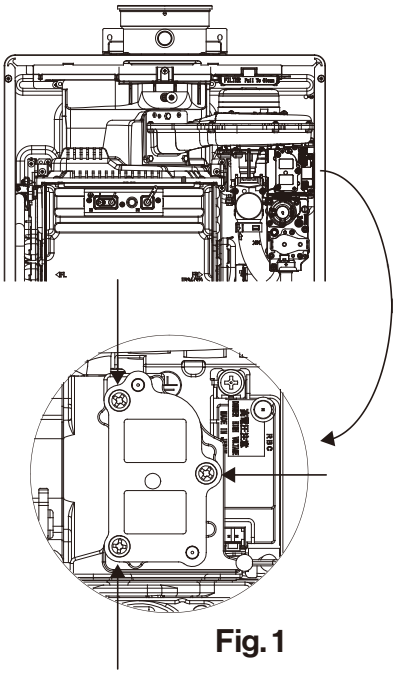

Fig. 1
4. Localizar la cubierta del inyector en parte superior de la válvula del gas (Fig. 1).
5. Soltar los 3 tornillos que fijan la cubierta (Fig. 1).